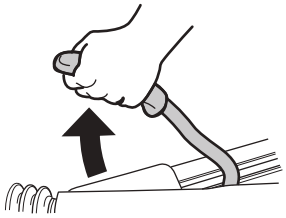

Abb. 8
- Feststellbremse anziehen (Abb. 8) und / oder die Reifen mit Unterlegkeilen sichern.